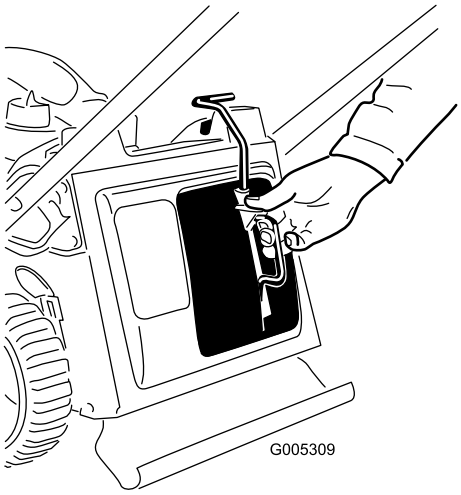

**Figur 32**
3. Isæt kværndækslet (Figur 32).